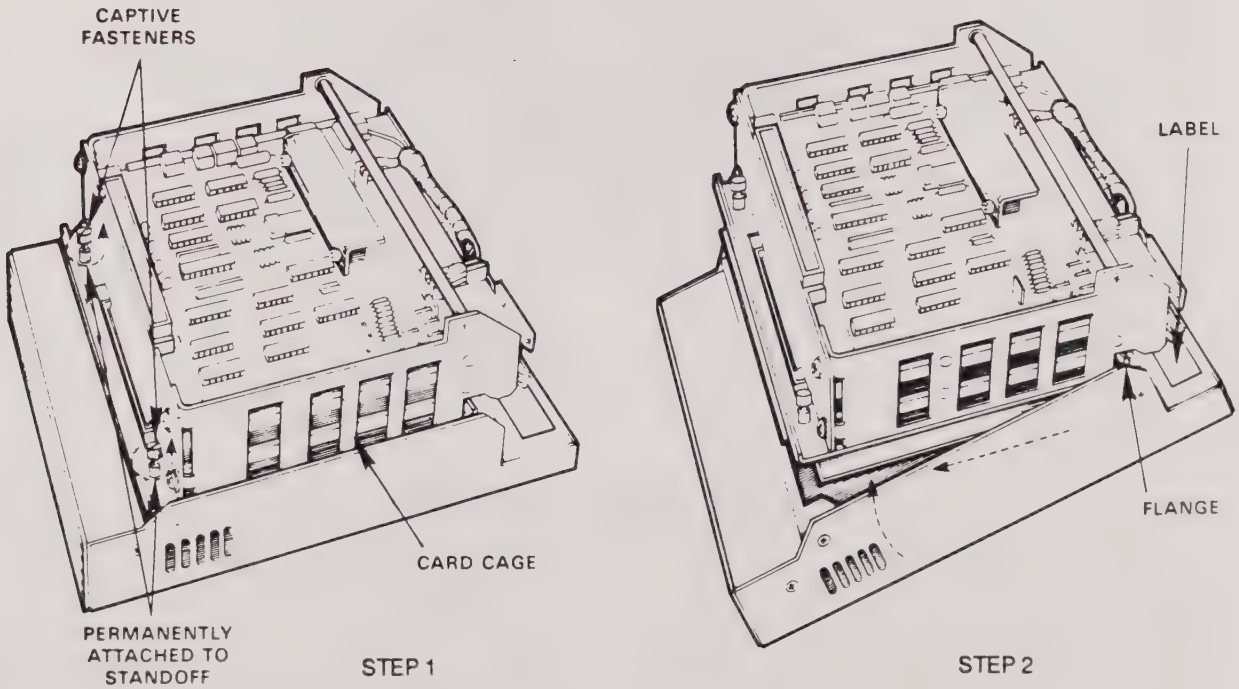

Figure 1. UniPak 2/2B Disassembly (UniPak 2 shown)
3. Using the medium size slot-head screwdriver, unscrew the captive fasteners (figure 1, step 1) until they hang loosely; the fasteners will not separate from their standoffs.
4. Lift the card cage up slightly, then pull out (as shown in figure 1, step 2) to unlock the flanges.
4. Lift the card cage up slightly, then pull out (shown in figure 1, step 2) to unlock the flanges.